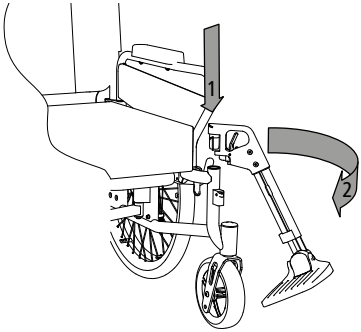

afb. 4
1. Plaats de beensteunen vanaf de zijkant van bovenaf (1, afb. 4) en draai ze naar voren (2, afb. 4). De beensteun klikt dan duidelijk hoorbaar vast.